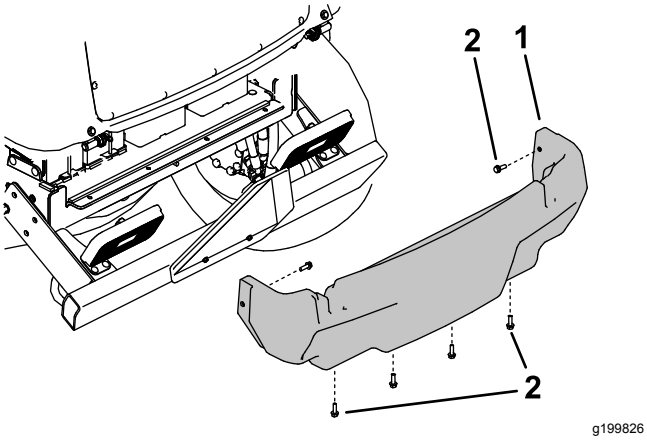

Figur 102
5. Fjern de seks flensskruene som fester bakdekslet til rammen, og fjern bakdekselet (Figur 102).
4. Monter bakdekselet (Figur 102).